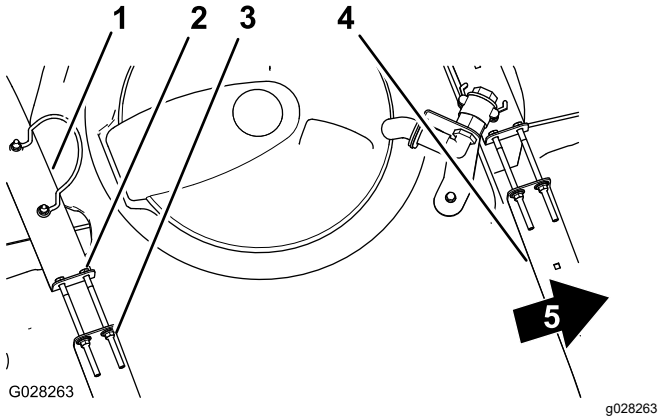

Figura 26
2. Verifique se há algum movimento entre as correias do depósito e o depósito (Figura 26).
parte superior das correias até estas ficarem justas à superfície do depósito (Figura 26).